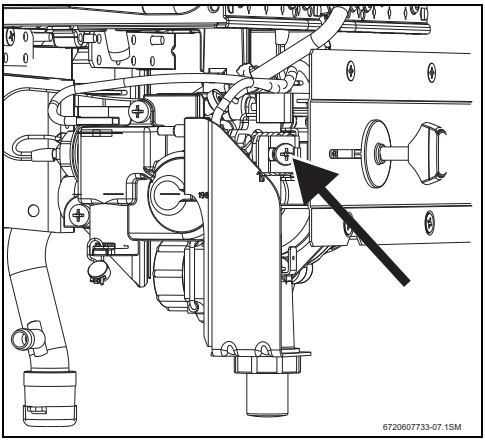

Рис. 14 Винт регулировки мин. расхода газа
- При помощи регулировочного винта (рис. 14) отрегулировать давление по таблице 7.